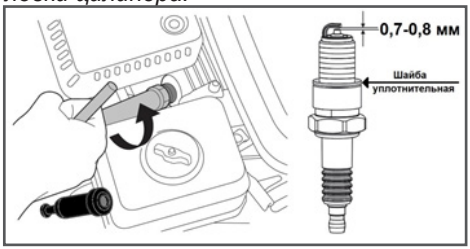

Рис. 19 Обслуживание свечи зажигания
1. Снимите со свечи зажигания колпачок и удалите грязь вокруг свечи зажигания (Рис. 19).
4. Измерьте зазор между электродами свечи зажигания специальным щупом. Зазор должен быть 0,7-0,8 мм (Рис. 19). При увеличении, или уменьшении требуемого зазора, рекомендуется заменить свечу, так как регулировка зазора может привести к изменению качества искрообразования.